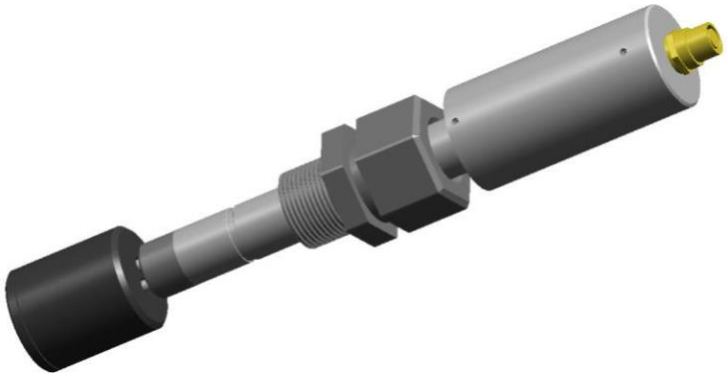

Figura 9. Insertar el sensor en el tapón de calibración
- Conectar el sensor al tapón de control de la calibración y esperar al menos 15 minutos para que el sensor efectúe tres medidas (figura 9).